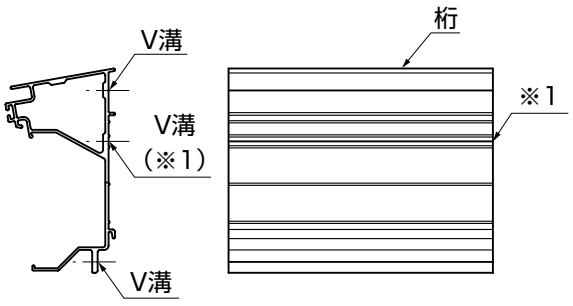

図9-3
- 端部柱、中間柱を、桁の3本あるV溝の真中（※1）に取付けてください。（図9-3参照）